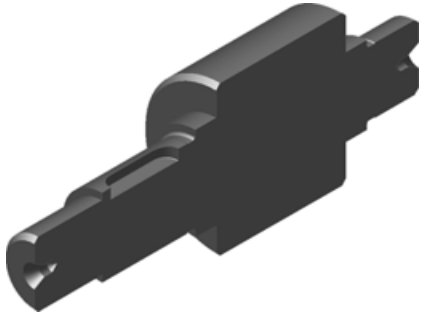

Рис. 5.259
- Рассчитайте массу детали — она равна 1.481 кг. Постройте сечение модели профильной плоскостью проекций (рис. 5.259). Сохраните документ на диске.